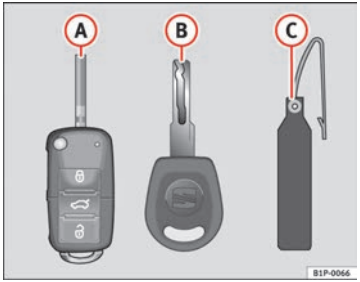

Fig. 44 Set of keys
- a remote control key ⇒ Fig. 44 (A)
- a key without remote control (B),
- a plastic key tab* (C).